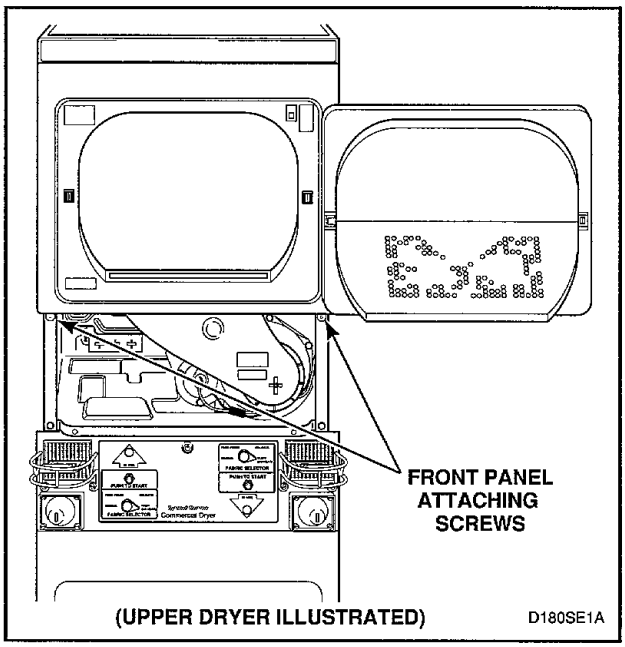

Figure 10
f. **LOWER DRYER —** Remove two screws holding bottom tabs on front panel to dryer cabinet, *Figure 10.* Swing bottom of front panel away from dryer to disengage hold-down clips and guide lugs from control cabinet.
c. Remove two screws holding bottom tabs on front panel to dryer cabinet, *Figure 10.* Swing bottom of front panel away from dryer to disengage hold-down clips and guide lugs from cabinet top.